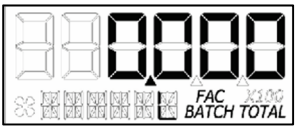

**Figure 8-4**
**NOTE:** After the **Total** button is released, the display will return to Batch Total screen and will increment the total if flow is detected. (See Figure 8-4)